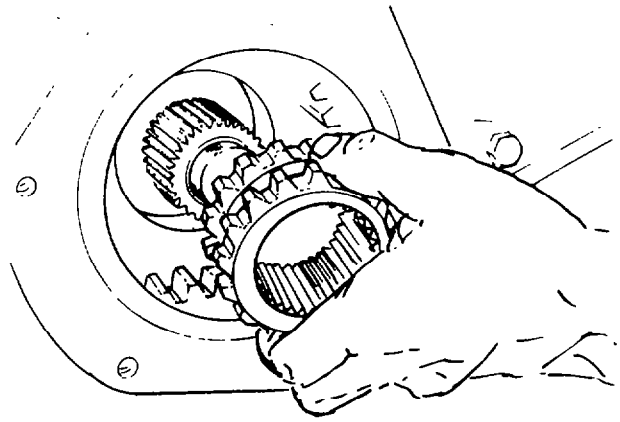

Fig. 175 — Removing Fourth/Fifth Gear Sliding Clutch
m. Remove the fourth/fifth gear sliding clutch from the mainshaft (see fig. 175).